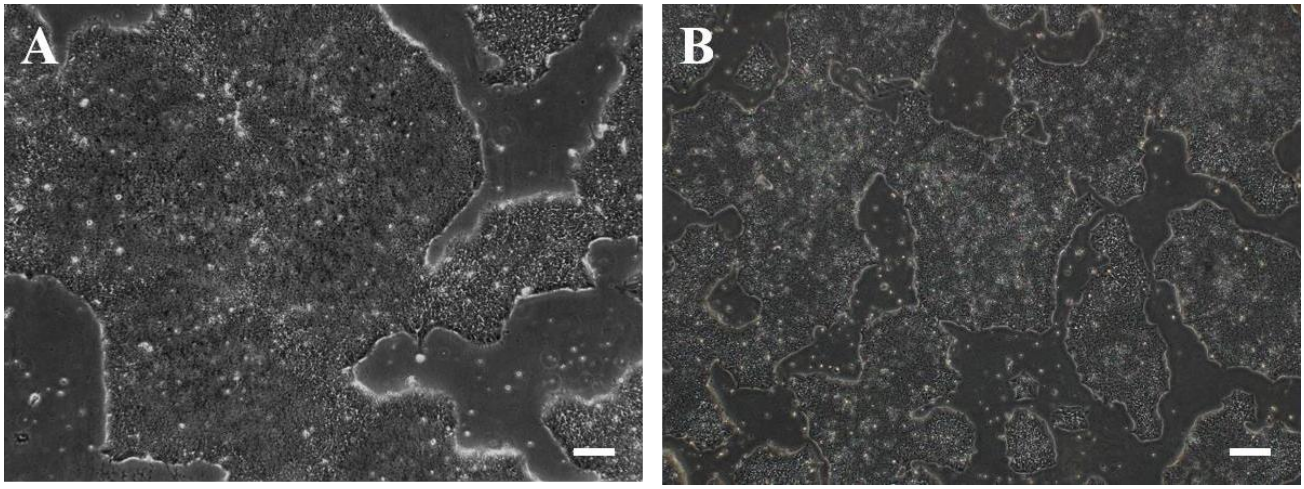

図1：hiPSCクローンは約85%コンフルエンシー。A-Matrigel Plate ; B-Vitronectin Plate スケールバー：200μm
1.1、細胞が約85%コンフルエンシーに達した場合（図1）、一般的に4日ごとに継代を行います。クローンコロニーが小さくコンフルエンシーが不足している場合でも、連続培養は5日を超えないように推奨します。
細胞の成長状態および実験目的に応じて、1:5～1:20で継代を行います。細胞状態が正常で、クローンコロニーは85%コンフルエンシー、大きさが均一な場合（図1）、1:10で継代することを推奨します。密度が低い場合は継代比率を低下させ、高い場合は比率を増加させます。
1. 細胞が約85%コンフルエンシーに達した時点（図1）で回収・凍結可能です。一般的に6ウェルプレートでは1ウェルあたり2-4×10^6個の生細胞を回収し、1本凍結保存することは可能です。